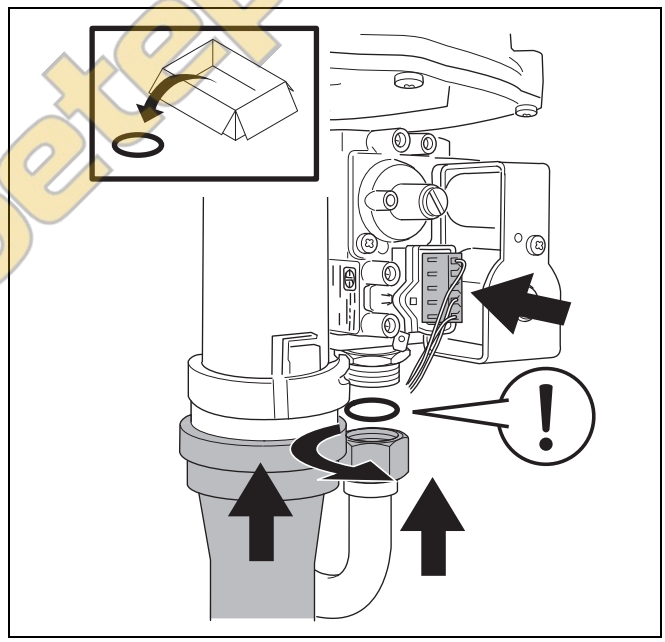

Рис. 51 Установка нового плоского резинового уплотнения
- Установите новое резиновое уплотнение между газопроводом и газовой арматурой (→ рис. 51).